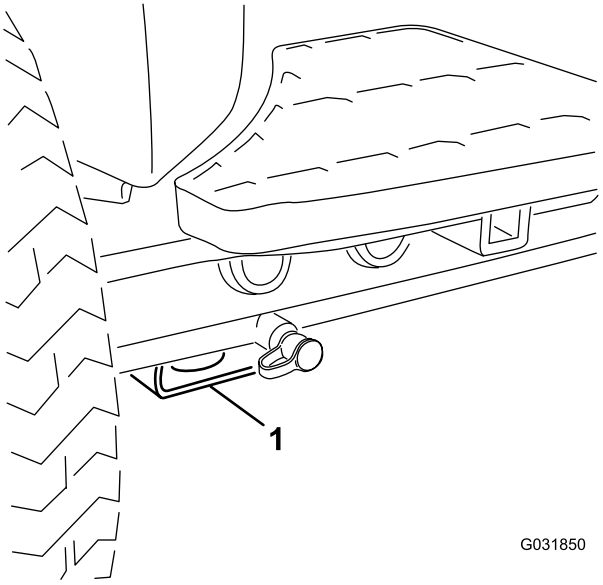

Figur 44
- Fram – fyrkantigt belägg under axelröret inuti båda framdäcken (Figur 44).